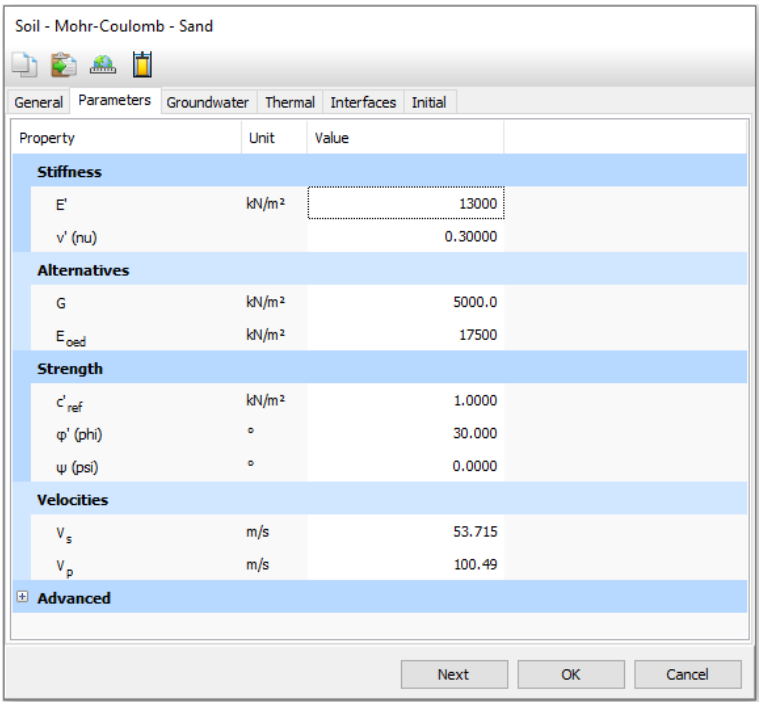

*Figure 4: The **Parameters** tabsheet of the **Soil** window of the Soil and interfaces set type*
6. Enter the model parameters of Table 1 (on page 14) in the corresponding edit boxes of the **Parameters** tabsheet (Figure 4 (on page 16)). A detailed description of different soil models and their corresponding parameters can be found in the Material Models Manual.